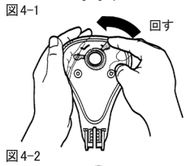

図4-2
⑤ マスクフレームからエルボーを外すため、エルボーリテイナの右側を持ち上げてから、図4-2の様にL字型リッジの上を回してください。